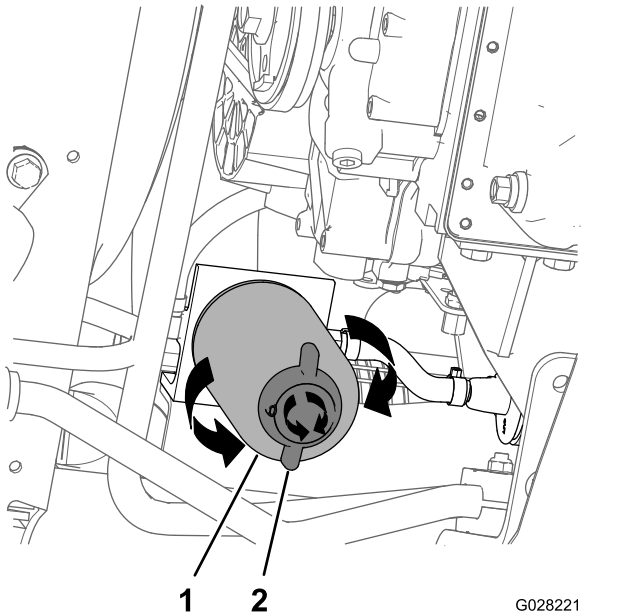

Figur 75
4. Anbring en dræningsbakke under brændstoffilteret. Se Figur 75 i Udskiftning af vandudskillerfilteret (side 60).
2. Anbring en dræningsbakke under vandudskillerfilteret (Figur 75).
3. Drej aftapningsventilen i bunden af vandudskillerfilteret imod urets retning (Figur 75).
4. Rengør området omkring vandudskillerfilteret og filteradapterbeslaget (Figur 75).
5. Fjern vandudskillerfilteret (Figur 75).
9. Sørg for, at aftapningsventilen i bunden af vandudskillerfilteret drejes stramt med urets retning (Figur 75).